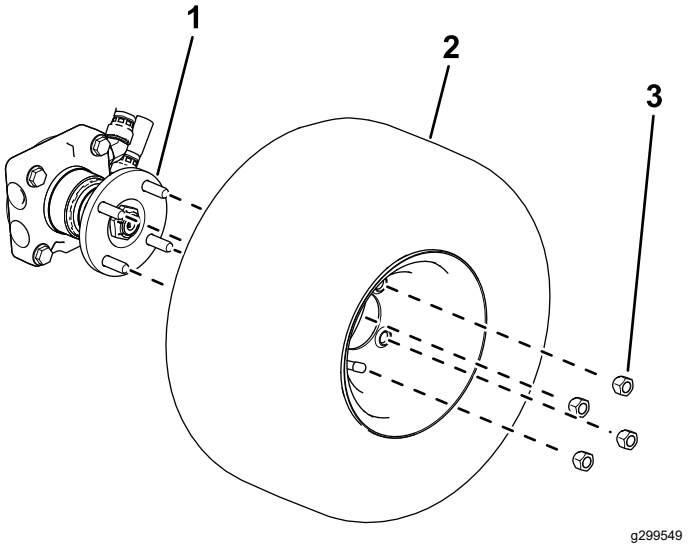

**Figuur 3**
1. Gebruik 4 wielmoeren om het wiel aan de wielnaaf te bevestigen (Figuur 3).